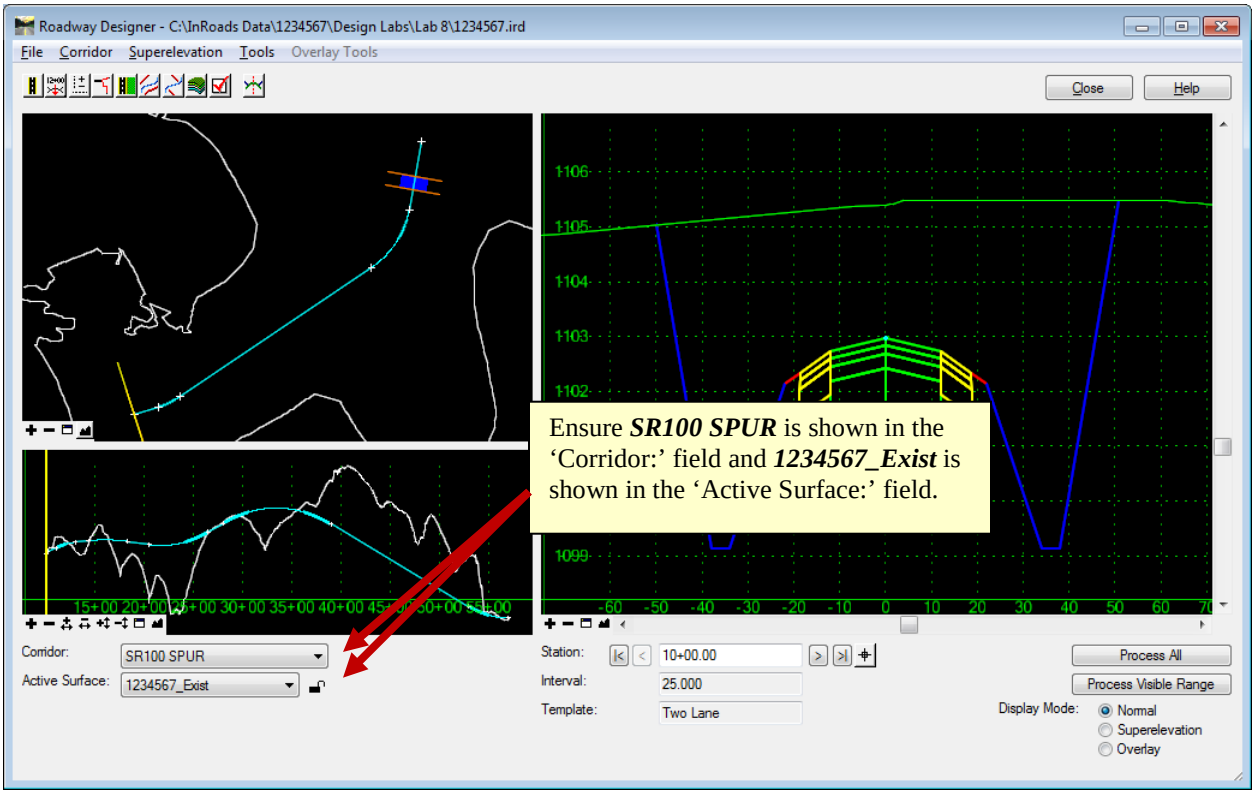

Figure L8-30 Roadway Designer
47.	**Ensure the Corridor is set to 'SR100 SPUR' and the Active Surface is 1234567_Exist.** • In the InRoads **Roadway Designer** Window, use the pull down arrow next to **Corridor:** and select ***SR100 SPUR*** as shown in *Figure L8-30*. • In the InRoads **Roadway Designer** Window, use the pull down arrow next to **Active Surface:** and select ***1234567_Exist*** as shown in *Figure L8-30*. • In the **Roadway Designer**, click the **Process All** button. • **Close** the **Results** Report if it opens.